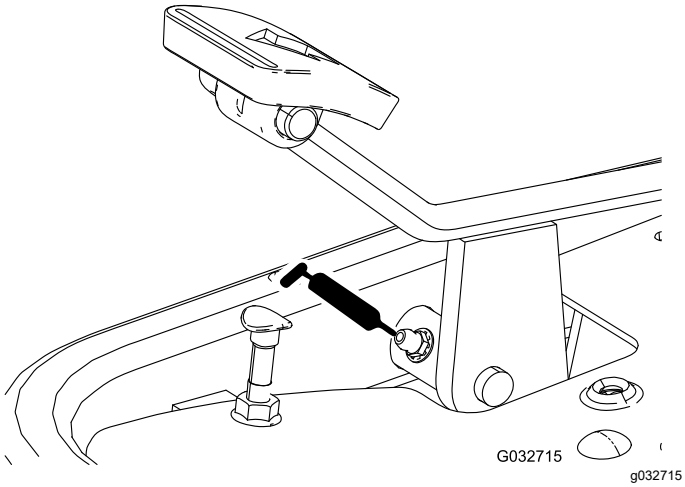

Figura 37
- Pedal de tracción (Figura 37)